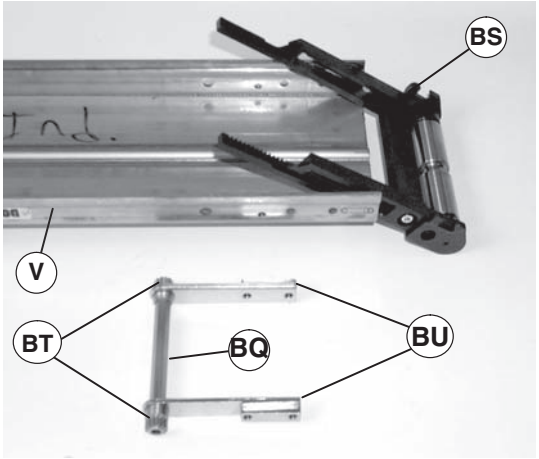

Figure 44
5. Remove two pinion ends (Figure 44, item BT), clamp blocks (BU), hex pinion (BQ) and tail assembly (BS) from conveyor (V).